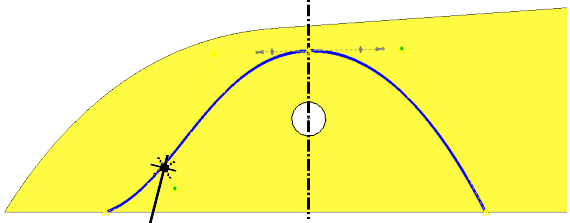

Fig. 82
Step 14. Click the left spline to select it, **Fig. 82**.
Step 15. Grab the Circular Spline handle ● at right endpoint and pull up to adjust spline, **Fig. 82**.